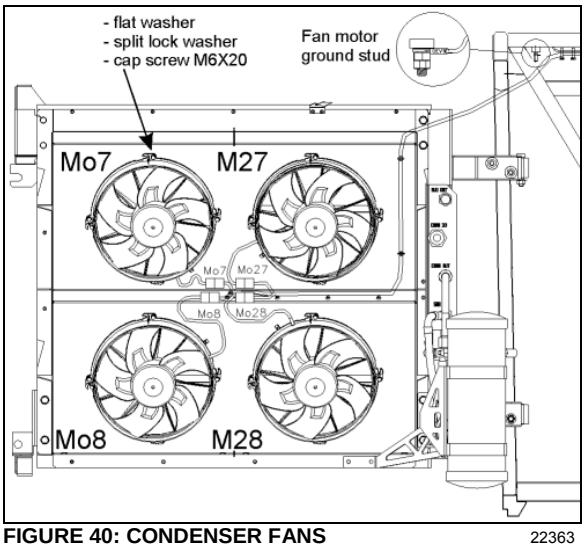

FIGURE 40: CONDENSER FANS 22363
2. Unplug the fan harness connector (Figure 40).